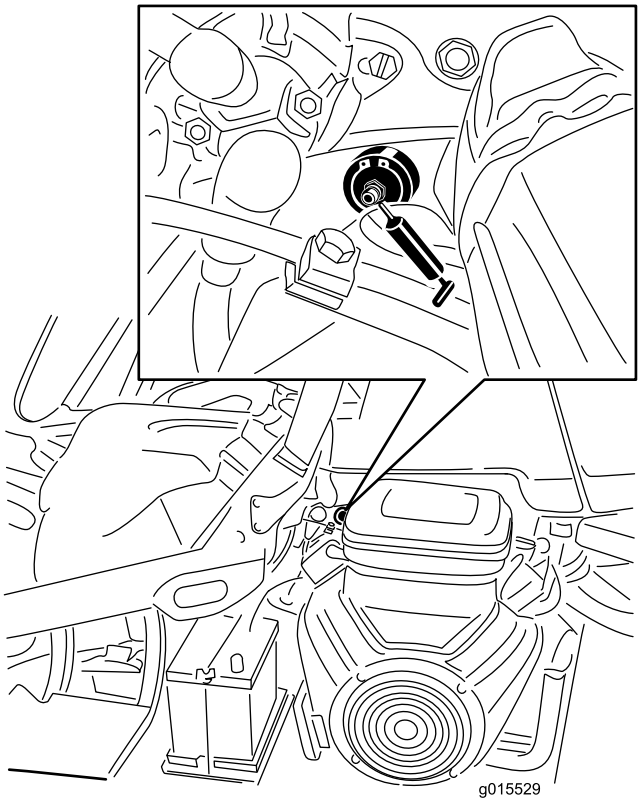

Figur 40
1. Tør smøreniplen ren, så der ikke kan komme fremmedlegemer ind i lejet eller bøsningen (Figur 40).